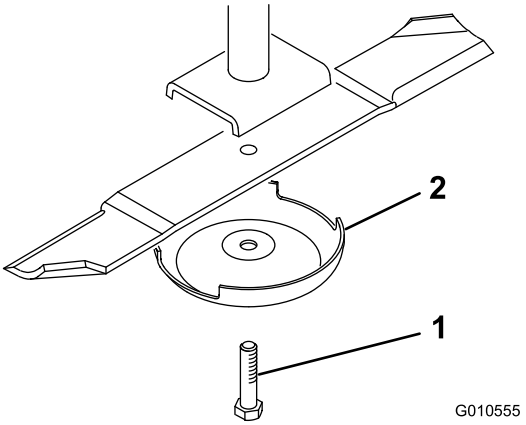

Figur 6
1. Fatta tag om knivens ände med en tjockt vadderad handske. Ta bort knivskruven, antiskalbehållaren och kniven från spindelaxeln (Figur 6).